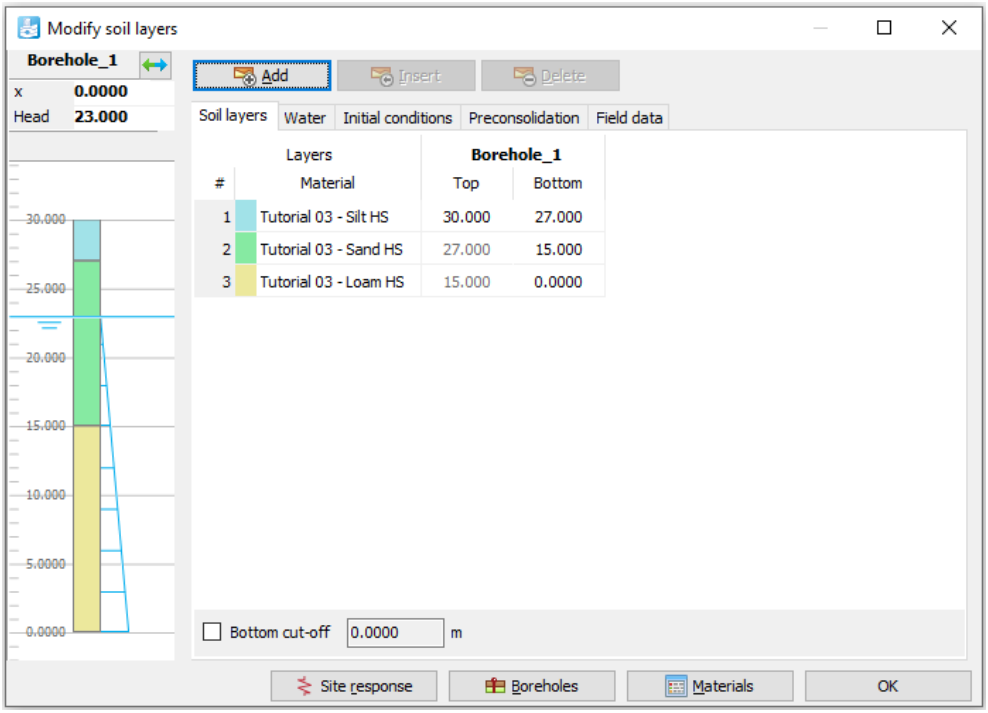

Figure 30: The Modify soil layers window
2. Assign the material data sets to the corresponding soil layers (Figure 30 (on page 54)).